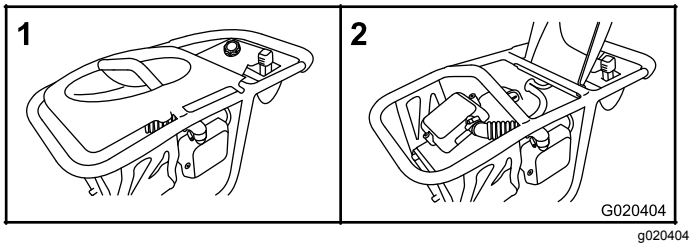

Figura 13
1. Abra la cubierta de la máquina (Figura 13).